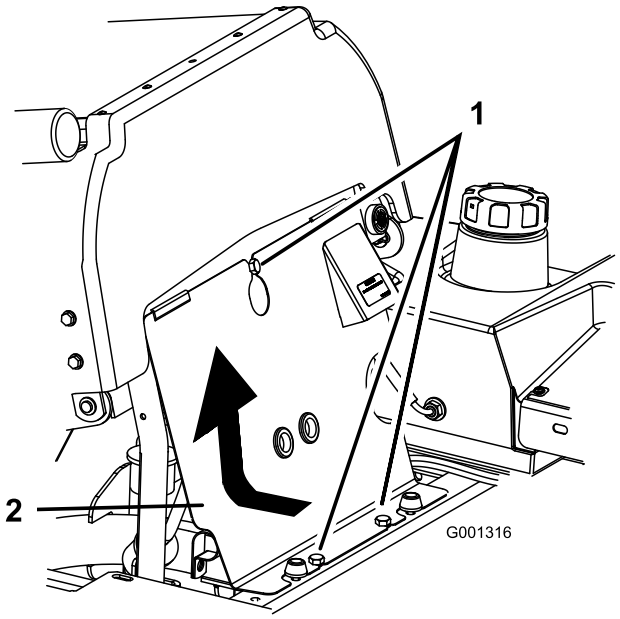

Figura 35
1. Incline el asiento hacia adelante, afloje los pernos y retire el panel delantero del motor (Figura 35).